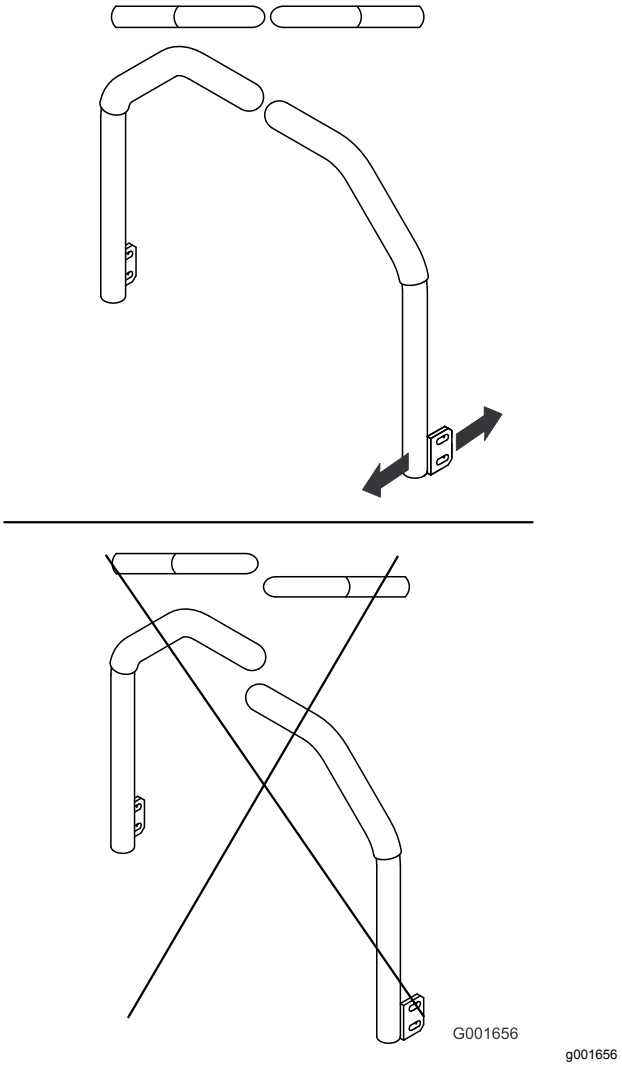

**Bild 56**
5. Stellen Sie die Fahrantriebshebel so ein, dass sie ausgefluchtet sind und ziehen Sie die Schrauben an, um die Hebel an den Streben zu befestigen (Bild 56).